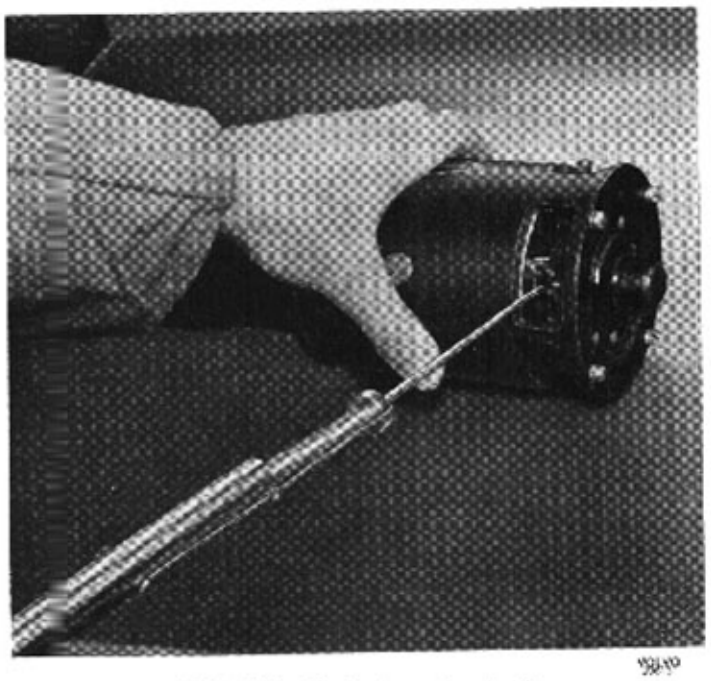

Bild 33-16. Kontroll av borstkraft
4. Mät borstkraften med en fjädervåg, som krokas i fjädrarna, se bild 33-16. Den kraft, som erfordras för att lyfta fjädern från elborsten, skall vara